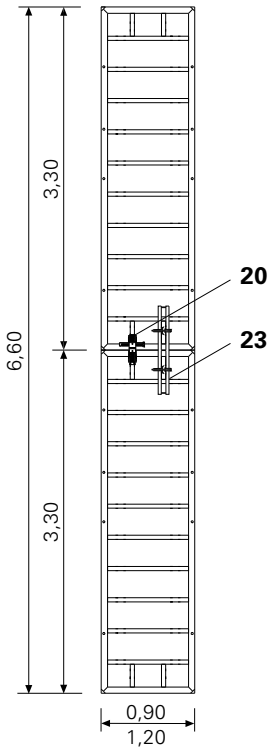

Rys. B1.08a
Dla nadstawionego deskowania > 5,40 m, do połączeń pomiędzy płytami używane są zamek BFD (20) oraz rygiel wyrównawczy TAR 85 (23). (Rys. B1.08a – c)